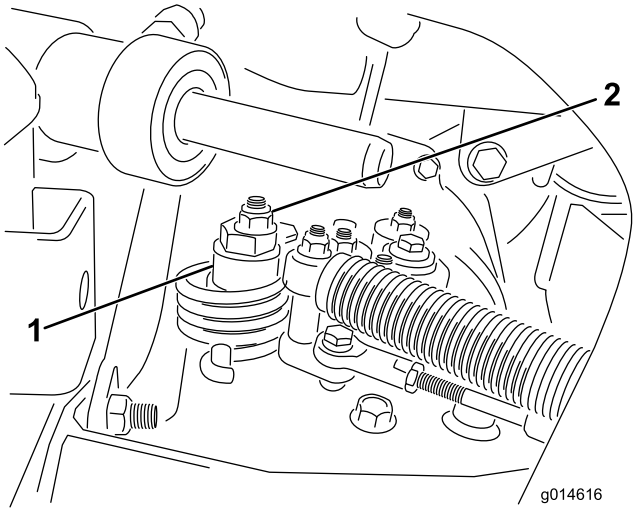

**Figuur 47**
A. Draai de moer los waarmee de excentriek is bevestigd aan de bovenkant van de hydrostaat (Figuur 47).
C. Draai aan de excentriek totdat de machine niet meer naar voren of naar achteren kruipt. Als het wielen niet meer draaien, zet u de moer vast waarmee de excentriek en de afstelling worden geborgd (Figuur 47). Controleer de afstelling met de gashendel op LANGZAAM en SNEL.